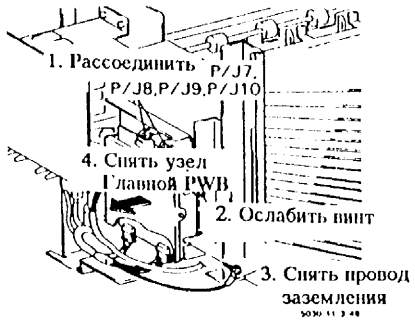

Рис. 8. Снятие узла Главной PWB
7. (Рис. 8): Снять узел Главной PWB.